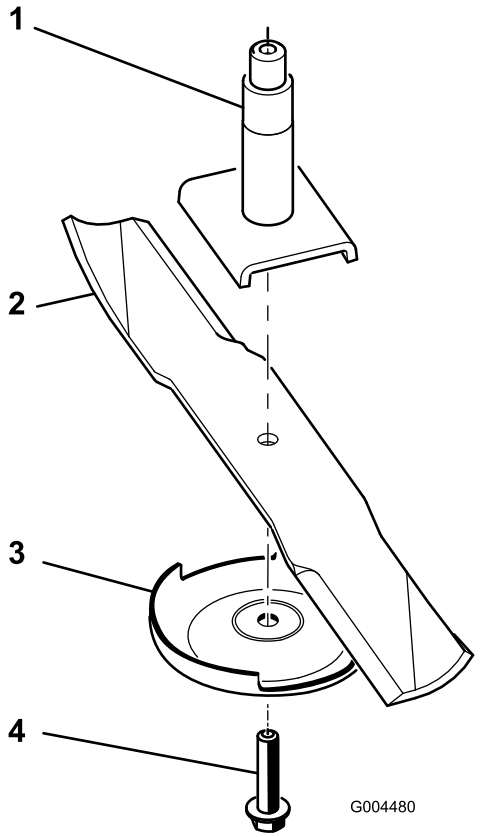

Figur 73
2. Fjern knivbolten, antiskalperingspladen og skærekniven fra spindelakslen (Figur 73).
Bemærk: Hvis skærekniven forbliver i en vandret position, er skærekniven afbalanceret og kan benyttes. Hvis skærekniven ikke er afbalanceret, skal der slibes lidt mere metal af enden af sejlområdet (Figur 73). Gentag denne procedure, indtil skærekniven er afbalanceret.
1. Monter skærekniven på spindelakslen (Figur 73).
2. Monter antiskalperingspladen og knivbolten (Figur 73).